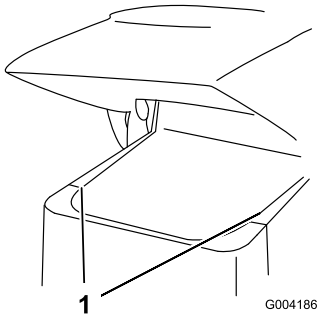

Figuur 24
2. Schuif de zijschermen (Figuur 24) omhoog en uit de sleuven in het voorscherm en het frame.